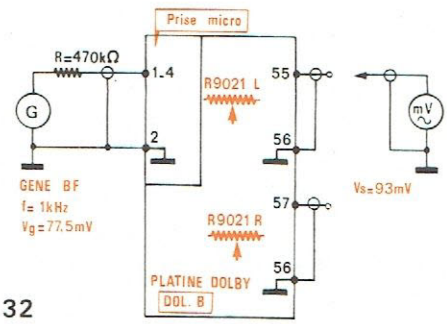

Fig. 32
c) Filtre actif (Fig. 32 et 33)